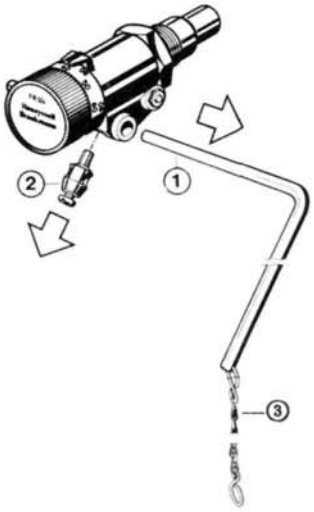

Рисунок 1
Установите ① рычаг в обратной последовательности (см. рисунок 1), закрепите посредством винта ② и цепочки ③ согласно рисунку 6.